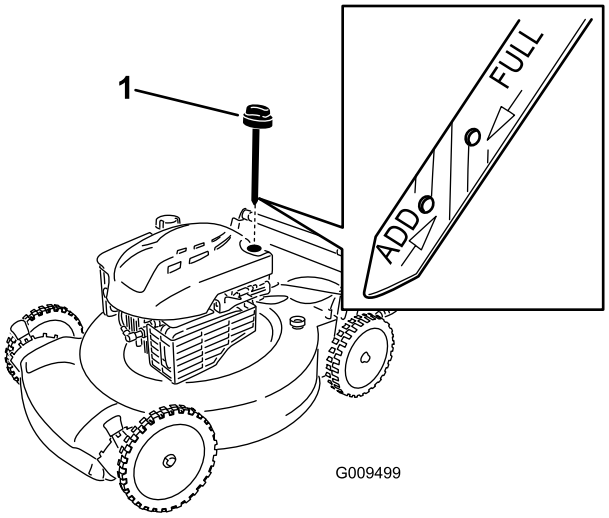

Figur 9
2. Ta ut oljestickan (Figur 9).
5. Ta ut oljestickan och läs av oljenivån, se Figur 9.